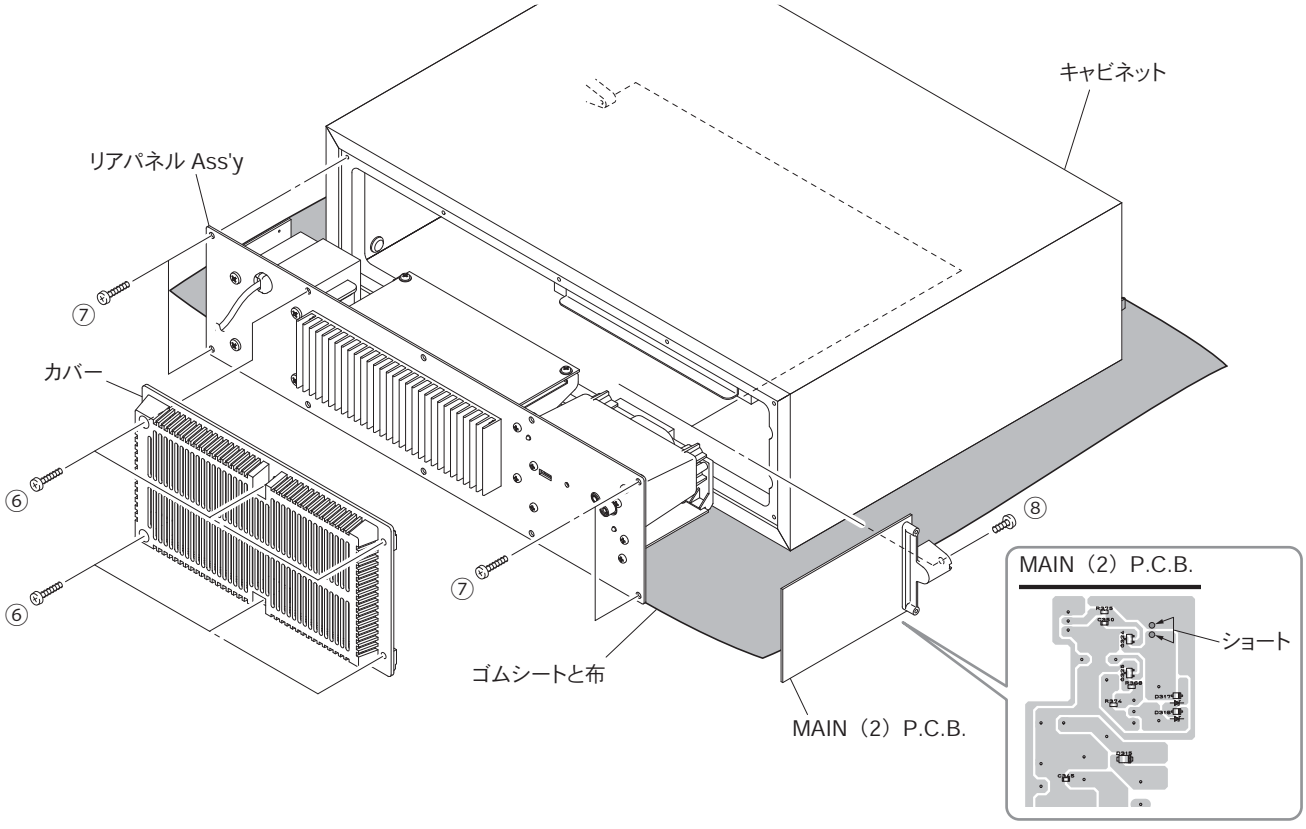

Fig. 4
5. リアパネル Ass'y の外し方（Fig. 4）
a. ⑥ のネジ 6 本を外します。
c. ⑦ のネジ 4 本を外し、リアパネル Ass'y を引き出します。
d. ⑧ のネジ 1 本を外します。
- ゴムシートと布を敷き、その上に本機を置いてチェックします。（Fig. 4）
a. MAIN（2）P.C.B. の Q324 のコレクタとエミッター間をショートします。（Fig. 4）
※ チェック後は、ショートした箇所を元の状態に戻してください。（Fig. 4）